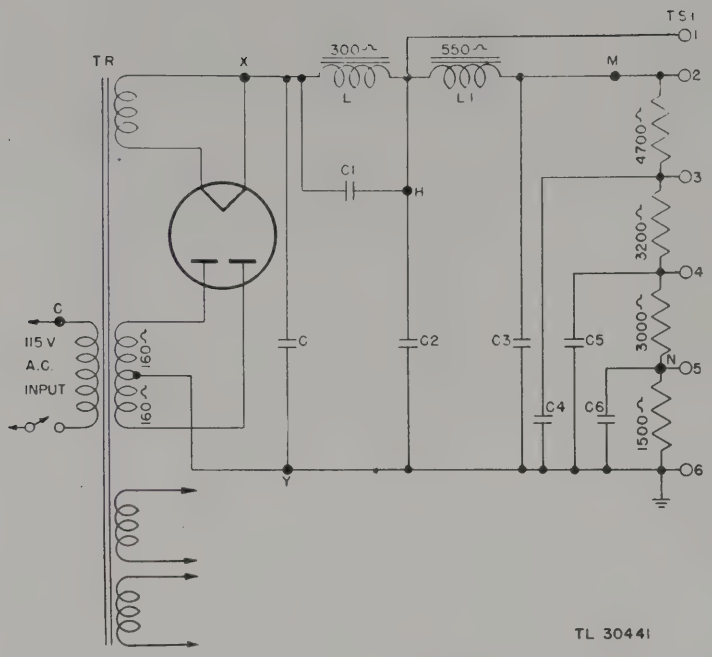

Figure 67. Schematic diagram for resistance analysis.
c. Practical Example of Resistance Analysis. The low-voltage power supply shown in figure 67 will be used in this sample analysis. Suppose that a fuse in the primary circuit of the power transformer has blown out. The cause is obviously an overload. The overload may be a short circuit in the unit to which the power supply furnishes power, a short circuit in the power supply, or a short circuit in the primary circuit of the power transformer.
(1) Points 1, 2, 3, 4, 5, and 6 represent connections to a plug which takes power away from the power supply. Disconnect the plug and replace the blown fuse. (Since this is a low-voltage circuit, it is not likely that any damage will be done by blowing another fuse.) Turn the power on. If the fuse blows again, the trouble is not in the unit to which power is supplied.
(2) If the fuse blows the second time, the resistance between point 2 and ground should be checked. If this resistance is within 10 percent of 12,400 ohms (the sum of the resistances in the bleeder chain equals 12,400 ohms), the trouble is in the secondary or primary of the transformer. For this analysis, it will be assumed that the resistance is found to be much less than 12,400 ohms.
(3) If the resistance between point 2 and ground is found to be zero, capacitor C3 must be shorted. In order to test the capacitor, disconnect its lead from point M. The actual re-
(*b*) If the above check is satisfactory, check the resistance between point 3 and ground. From figure 67 it is seen that the reading should be 7,700 ohms. If the reading is zero, first disconnect capacitor C4 and check it. If capacitor C4 is normal, check the 3,200-ohm resistor. If the resistance between point 3 and ground is greater than zero but much less than 7,700 ohms, disconnect capacitors C4, C5, and C6 from the circuit. Then check the capacitors and the 1,500-ohm and 3,000-ohm resistors individually.